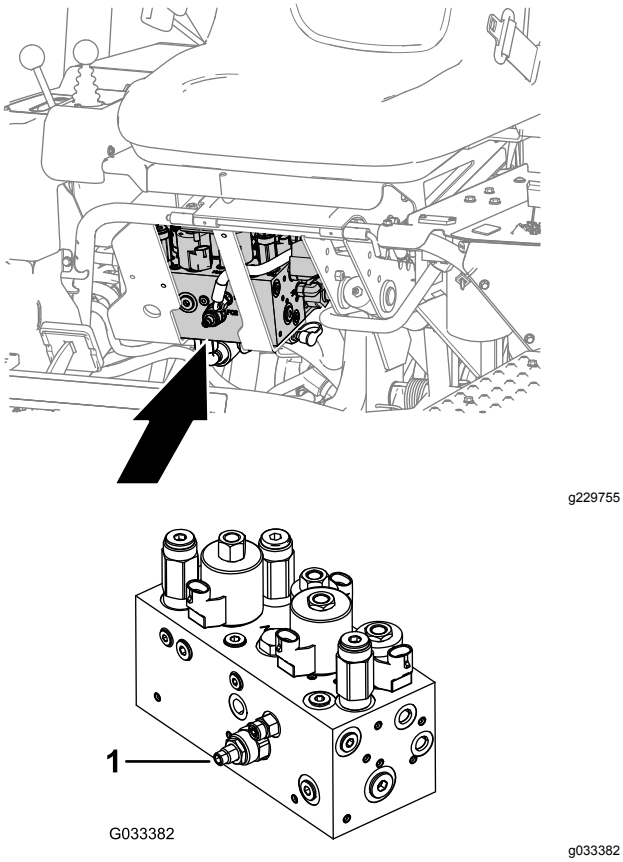

Figur 51
Klippeenhedsløftets/-sænkningens kredsløb er udstyret med en strømreguleringsventil (Figur 51). Denne ventil er fabriksindstillet til ca. tre omdrejninger åben, men det kan være nødvendigt at justere den af hensyn til forskellige hydraulikvæsketemperaturer, klippehastigheder osv.
1. Find strømreguleringsventilen under sædet (Figur 51).